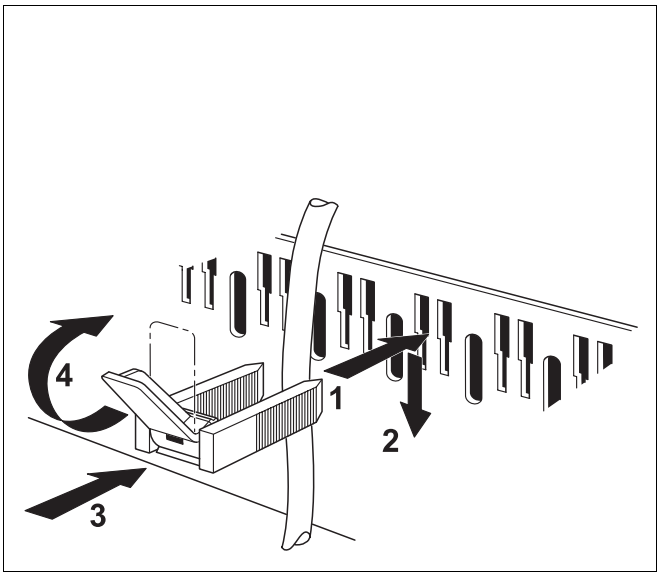

Afb. 81 Beveilig de leiding met kabelklemmen
- Beveilig alle leidingen met kabelklemmen (afb. 81):
– Plaats de kabelklem met de ingelegde leiding langs boven in de sleuf van het klemmenframe (afb. 81) ; de hendel moet daarbij naar boven wijzen (afb. 81, stap **1**).
– Schuif de kabelklem naar onder (afb. 81, stap **2**).
– Druk tegen (afb. 81, stap **3**).
– Kantel de hendel naar boven (afb. 81, stap **4**).